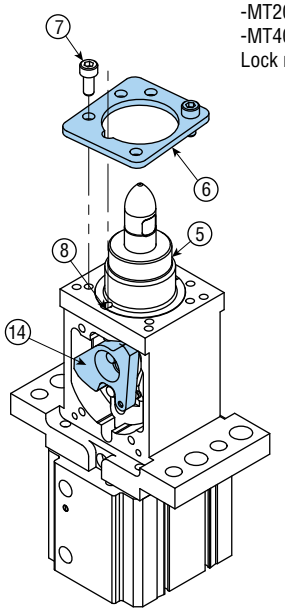

FIGURE 1
2) Install the part support (item 5) with the adjustment slot over the adjustment screw (item 8). Install the flange plate over the part support aligning the adjustment screw and two holes as shown. Hand tighten two times (item 7). (See Figures 1 and 2.)